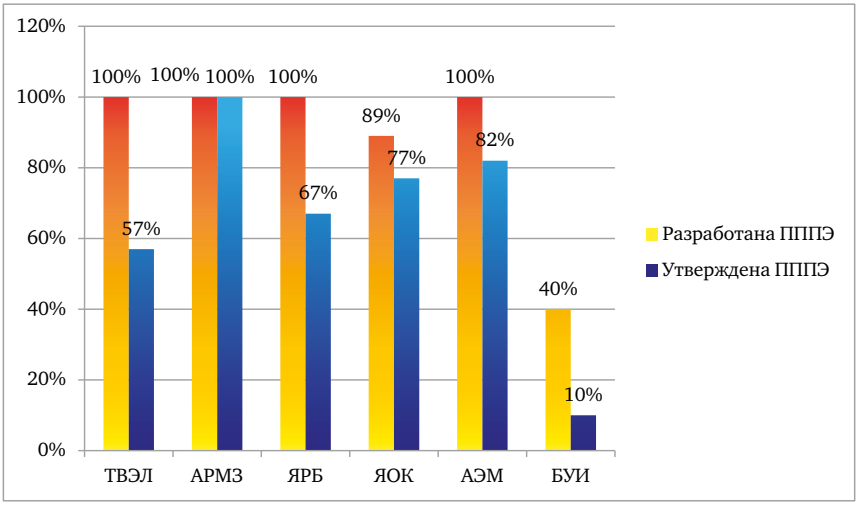

Рис. 3. ППЭ по предприятиям основных дивизионов
3. Были выявлены основные проблемы и разработаны программы повышения производственной эффективности предприятий на 2013-2015 гг. (рис. 3).